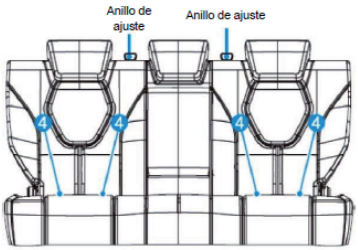
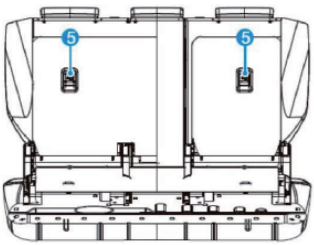

Figura 1
Figura 2
1. La figura 1 muestra el uso normal de la segunda fila de asientos; el anillo de ajuste se puede utilizar para regular la reclinación del respaldo del asiento.
4. El punto 4 mostrado en la figura 1 es el punto de fijación inferior del asiento para niños y el punto 5 de la figura 2 es el punto de fijación superior del asiento para niños. El asiento para niños debe fijarse en el asiento en dos puntos fijos inferiores y un punto fijo superior.